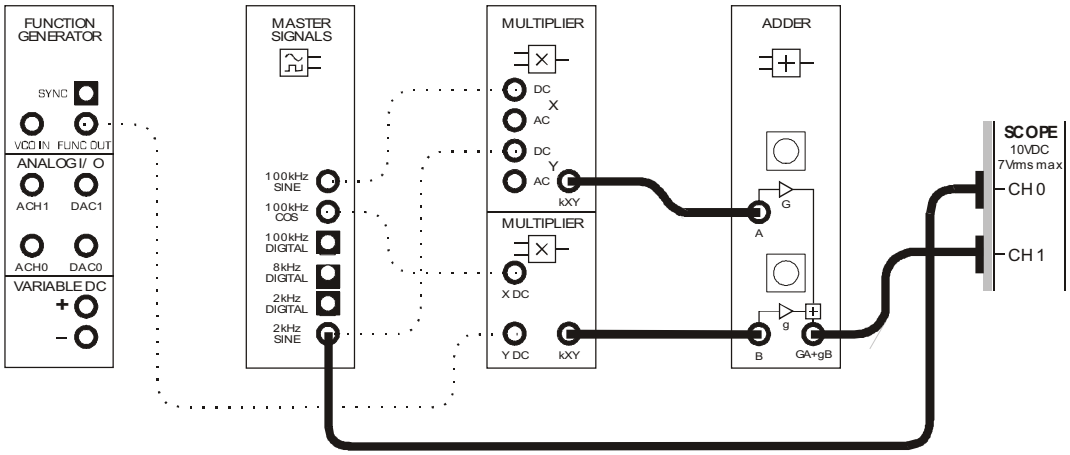

Figure 7
16. Modify the set-up as shown in Figure 7 below.